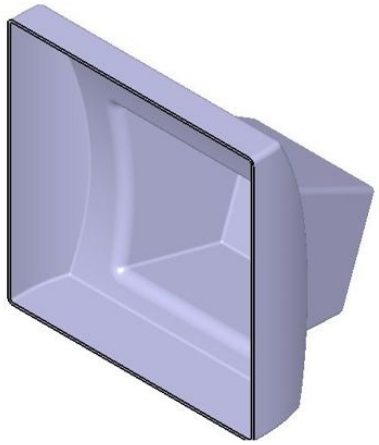
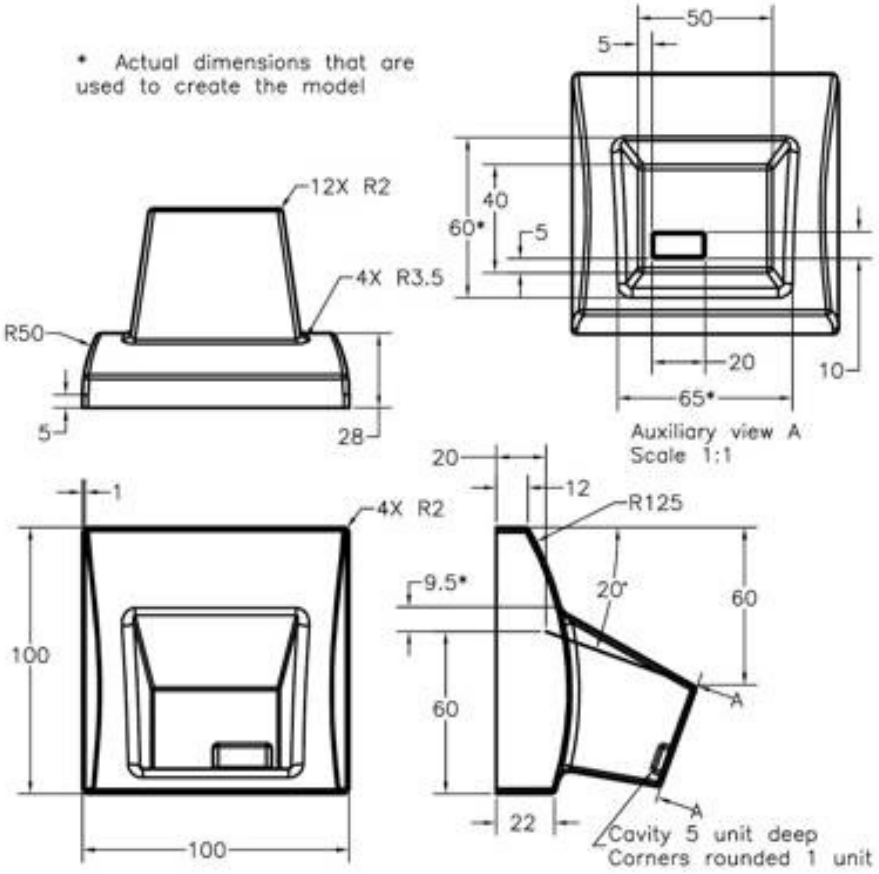
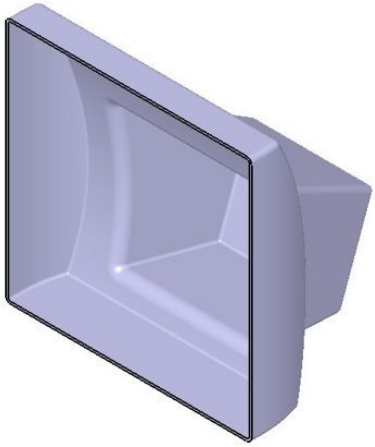

Figure 11-68 *Back cover of a toy monitor*
Figure 11-69 *Orthographic views and dimensions of the model for Tutorial 1*
Figure 11-85 *Final model for Tutorial 1*
IN THIS TUTORIAL, YOU WILL CREATE THE MODEL OF THE BACK COVER OF A TOY MONITOR SHOWN IN FIGURE 11-68. TO CREATE THIS MODEL, YOU WILL USE THE TOOLS IN THE **WIREFRAME AND SURFACE DESIGN** WORKBENCH AND THE **PART DESIGN** WORKBENCH. AFTER CREATING THE SURFACE MODEL, YOU WILL CONVERT IT INTO A SOLID BODY. THE ORTHOGRAPHIC VIEWS AND DIMENSIONS OF THE MODEL ARE SHOWN IN FIGURE 11-69. **(EXPECTED TIME: 1HR)**
e. Fillet edges and shell the model, refer to Figure 11-85.
6. Add other features such as pocket, fillet, and a shell to the model using the tools in the **Part Design** workbench. For dimensions, refer to Figure 11-69. The final model is shown in Figure 11-85.